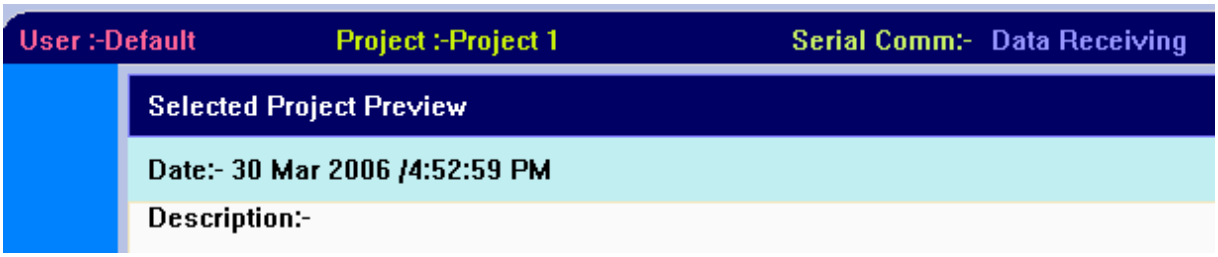

Figure 21: Title bar
2. Click **Load Selected Project**. The project details are loaded into the lower area of the workspace. The title bar shows the name of the loaded project (Figure 21)